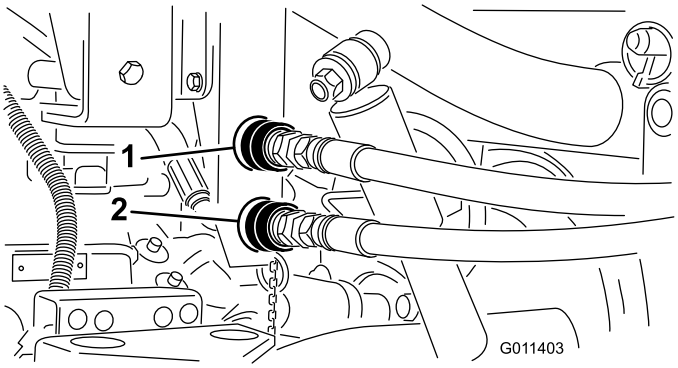

Figur 17
3. Rengjør hurtigkoblingene til TopDresser (Figur 17) før du kobler dem til. Skitne koblinger kan føre til forurensning i systemet. Fest begge hurtigkoblingene til Workman-kjøretøyet etter rengjøring. Slangene er merket med "A" og "B". Koble dem til tilsvarende hurtigkoblere ved montering. Se til at begge hurtigkoblingene sitter godt.
Merk: Koblinger vist i Figur 17 er fra kjøretøy med serienumre før 239999999.